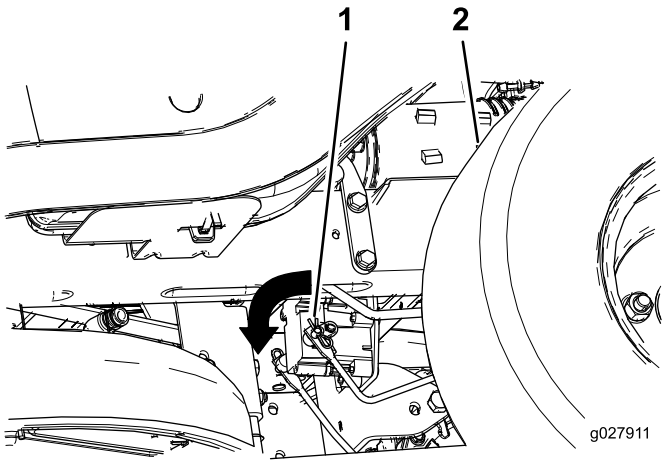

Figuur 51
2. Zoek de as van de elektrische rem waar de verbindingsarmen gekoppeld zijn (Figuur 51).